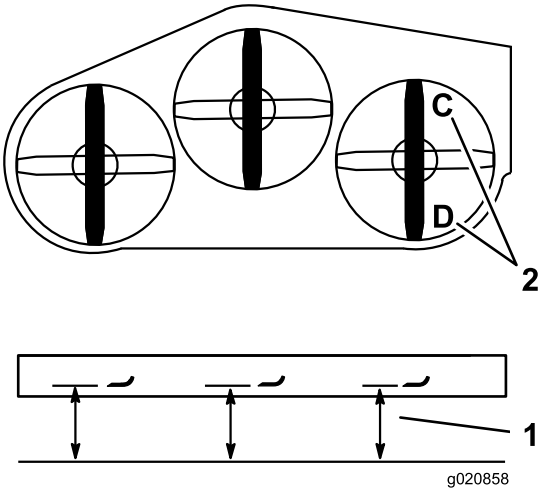

**Figur 84**
1. Plasser den høyre kniven på langs (Figur 84).
2. Mål den høyre kniven ved **C**-plasseringen, fra en jevn overflate til knivveggen på knivspissen, og noter denne målingen (Figur 84).
3. Mål den høyre kniven ved **C**-plasseringen, fra en jevn overflate til knivveggen på knivspissen, og noter denne målingen (Figur 84).
4. Kniven skal være 6–10 mm lavere ved plassering**C** enn ved plassering **D** (Figur 84). Dersom det ikke er korrekt, gå til følgende trinn.